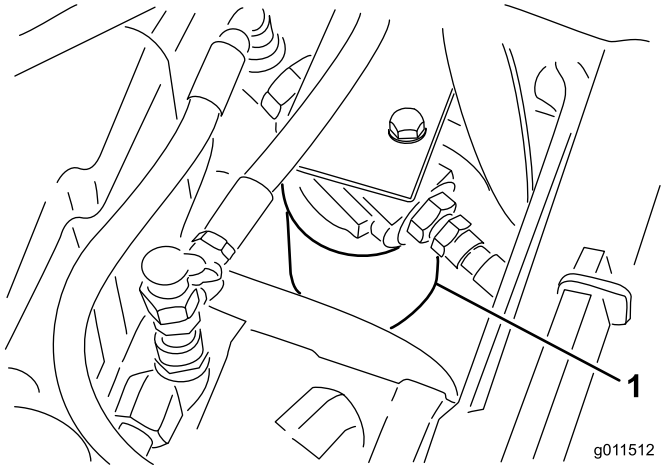

Figura 75
2. Limpe a zona em torno da montagem do filtro. Coloque um recipiente de escoamento debaixo do filtro e retire o filtro (Figura 75).